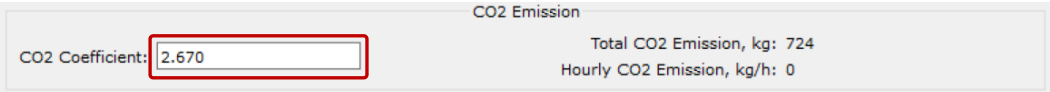

Figure 46 — Exemple de saisie du coefficient CO_2 à l'aide du logiciel de service
4) Activer la fonction de détermination des émissions de CO_2 (PGN 63026) (voir figure 46). Cette fonction permet au module électronique du DFM* de calculer automatiquement les émissions totales (SPN 521864) et horaires (SPN 521865) de CO_2 à partir des valeurs réelles de consommation totale et horaire de carburant du moteur.